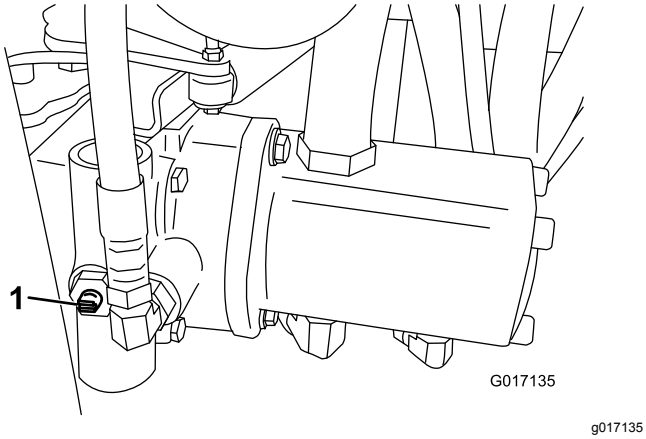

Figur 32
1. Find omløbsventilen på pumpen, og drej den, så rillen er vertikal (Figur 32).
2. Luk omløbsventilen ved at dreje den, så rillen er horisontal (Figur 32), før du starter motoren. Start ikke motoren, mens ventilen er åben.